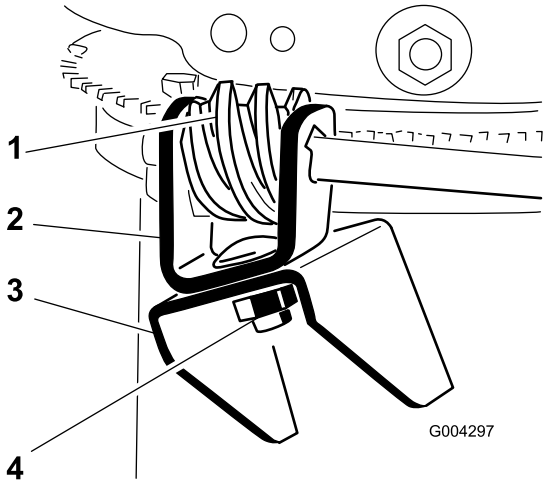

Rysunek 11
3. Nałóż uniwersalny smar nr 2 na przekładnię ślimakową (Rysunek 11).
4. Luźno połącz przekładnię ślimakową i wspornik z kołnierzem mocującym za pomocą śruby, podkładki talerzowej i nakrętki zabezpieczającej, jak przedstawiono na Rysunek 11.
5. Przesuń przekładnię w dół do uzębienia pierścienia ustalającego tunelu wyrzutowego i przykręć nakrętkę zabezpieczającą (Rysunek 11).